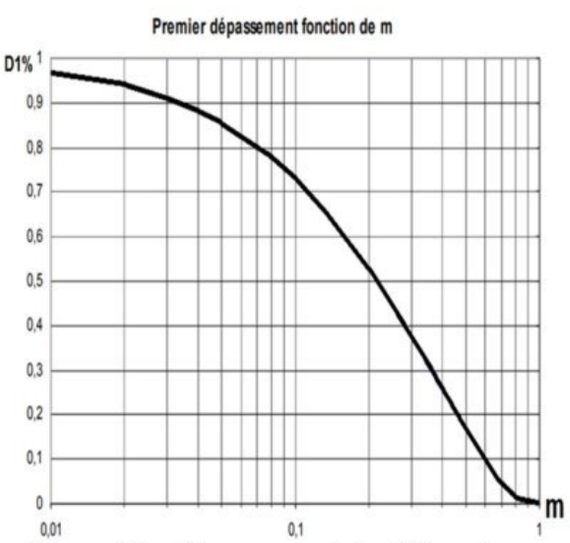

Figure 12 : Dépassement du 2eme ordre
D.6.3- À partir des abaques des **figures 12 et 13 de l'Annexe 2 page 13**, déterminer la valeur du temps de réponse **tr5%** du système bouclé et la valeur du premier dépassement **D1%**.